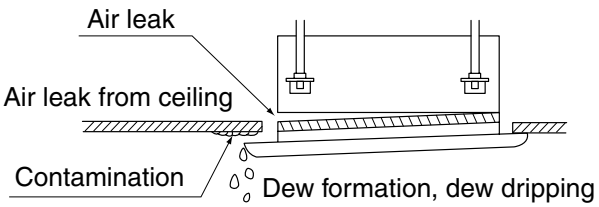

Fig. 7
- Inproper screwing of the screws may cause the troubles shown in Fig. 7 Screw properly.